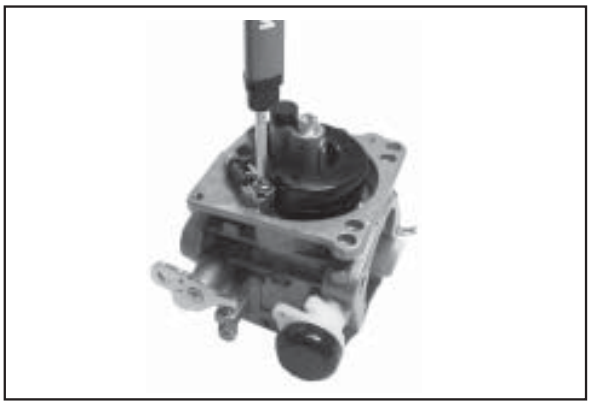

Figure 5-14. Installing Float Assembly.
5. Install the float and inlet needle down into the seat and carburetor body. Insert the new pivot pin through the float hinge and secure with the new retaining screw. See Figure 5-14.